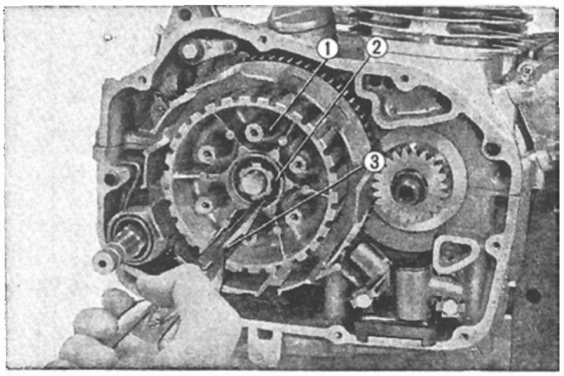

Fig. 3.85 Removing the 25mm circlip
4. Remove the 29 mm circlip and disassemble the clutch center. **(Fig. 3.85)**